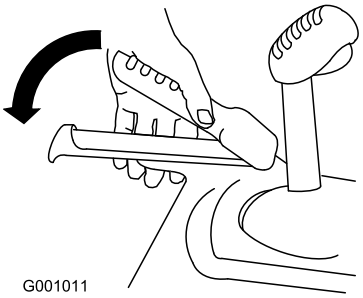

Bild 28
1. Drücken Sie zum Einkuppeln des Fahrantriebs den linken Hebel (Fahrantrieb) zum Handgriff (Bild 28).